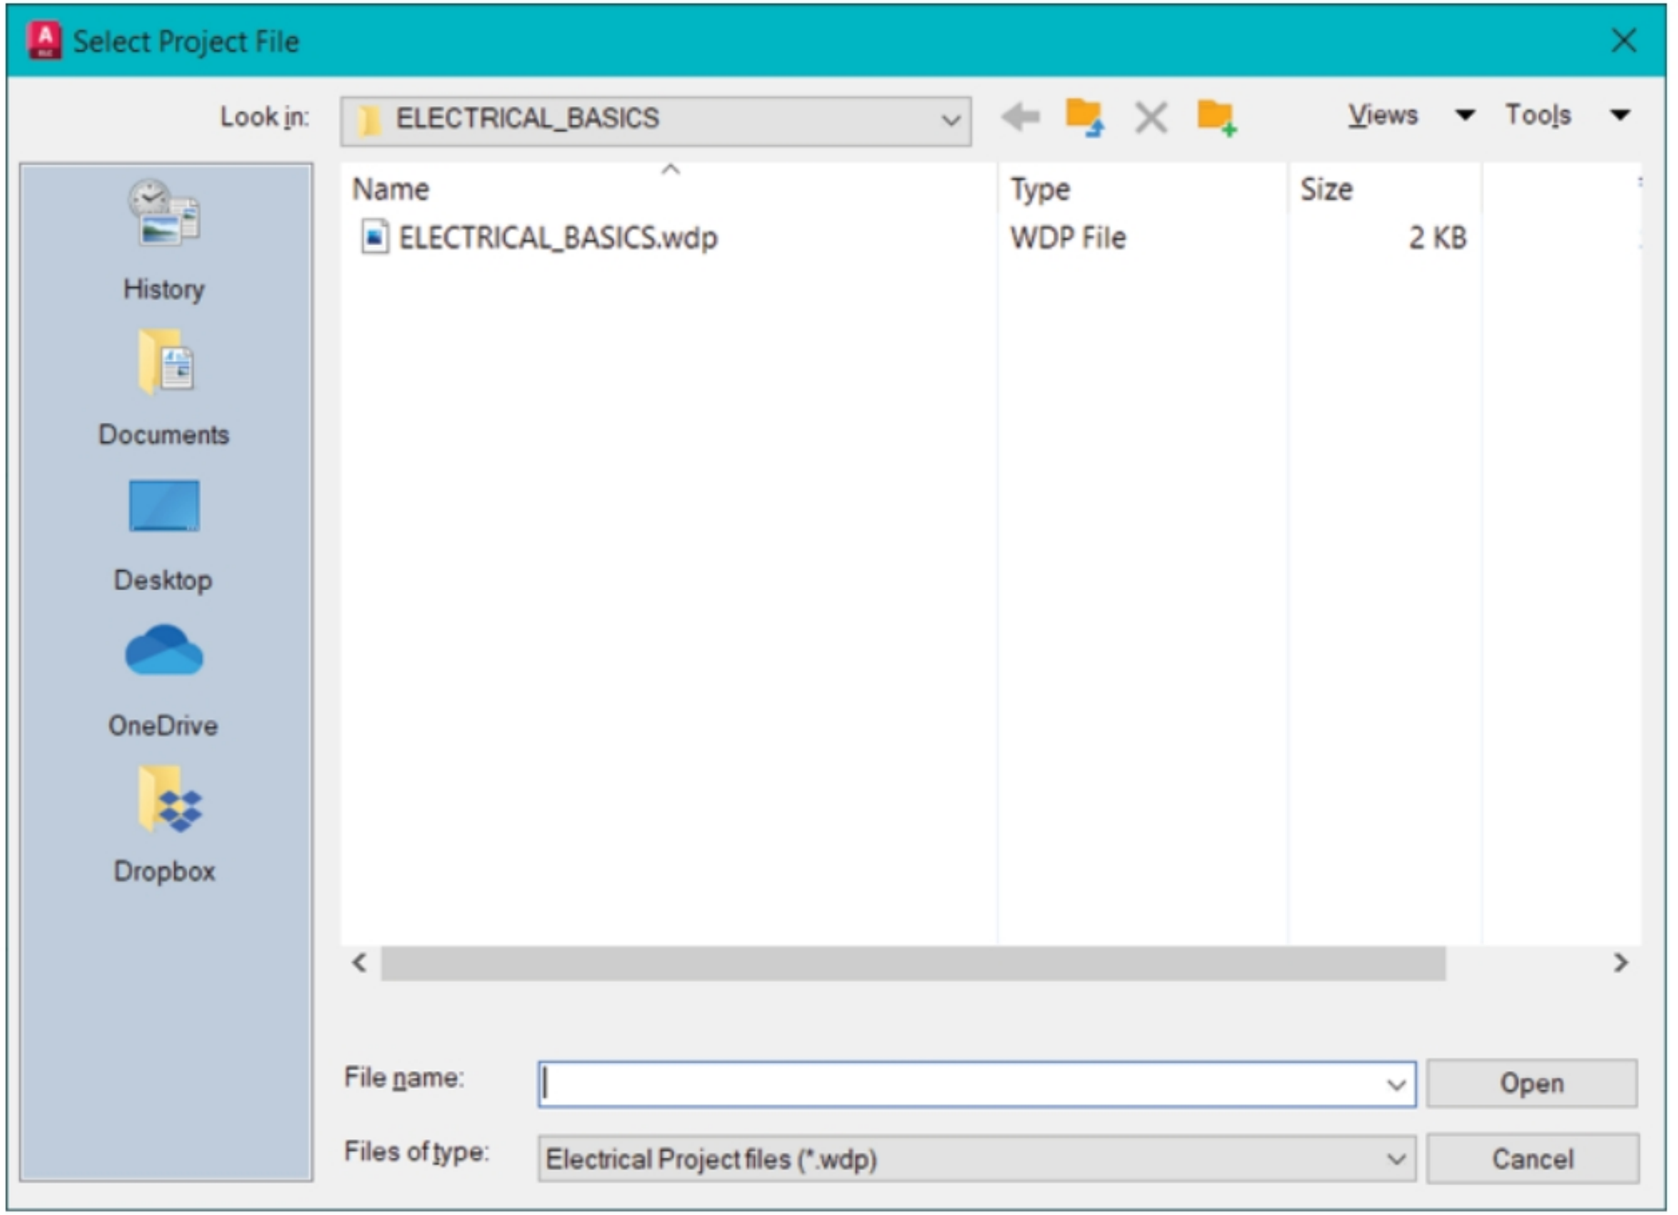

Figure-23. Select Project File dialog box
- Click on the **Open Project** button from the **Project Manager**. The **Select Project File** dialog box will be displayed as shown in Figure-23.